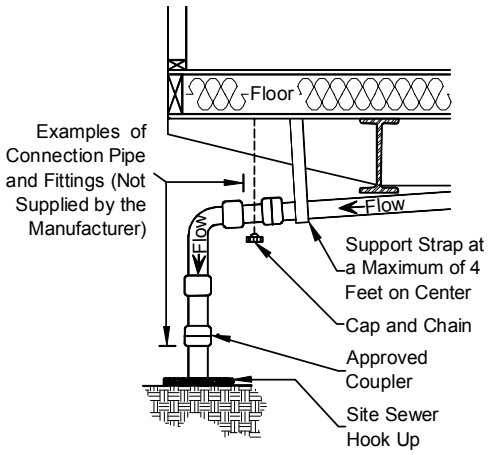
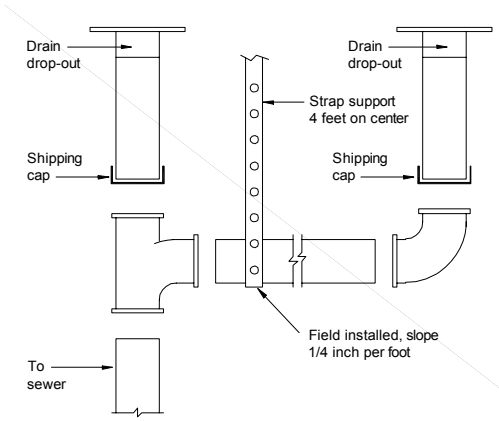
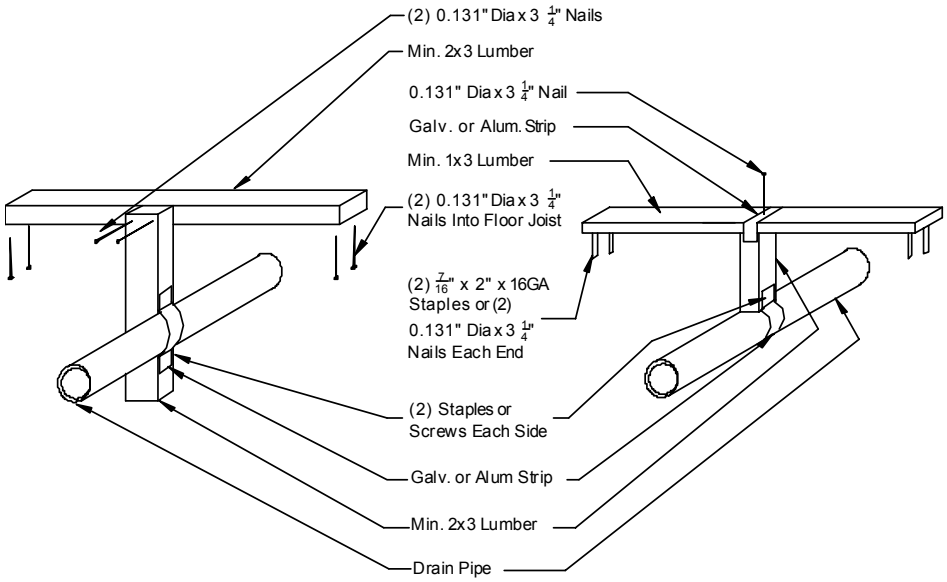

Figure 64. *DWV connection to sewer/septic*
Figure 65. *DWV pipe support method*
Figure 66. *DWV pipe optional support method*
4. **Connect to outlet.** Connect the main drain line to the site sewer/septic hookup, using an approved elastomeric coupling (**Figure 64**).
5. **Install supports.** Install permanent drain line supports at a distance of four feet o.c. or less (see **Figure 62**, **Figure 64**, **Figure 65** and **Figure 66**).